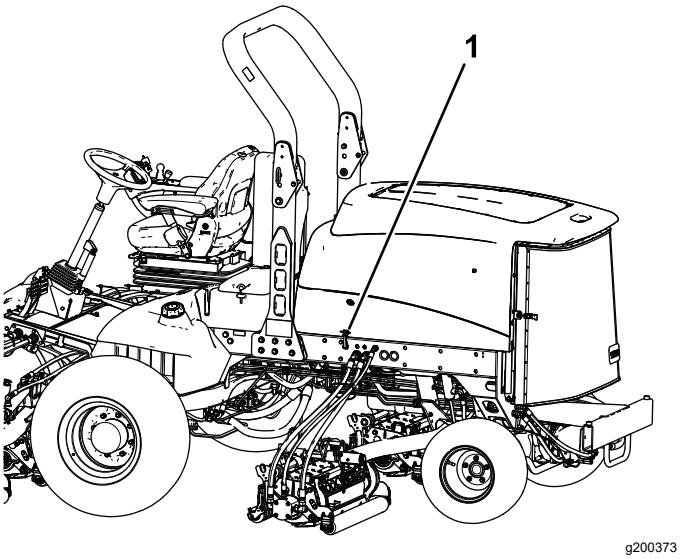

Figura 78
1. Solte os trincos do capot (Figura 78) e levante o capot.